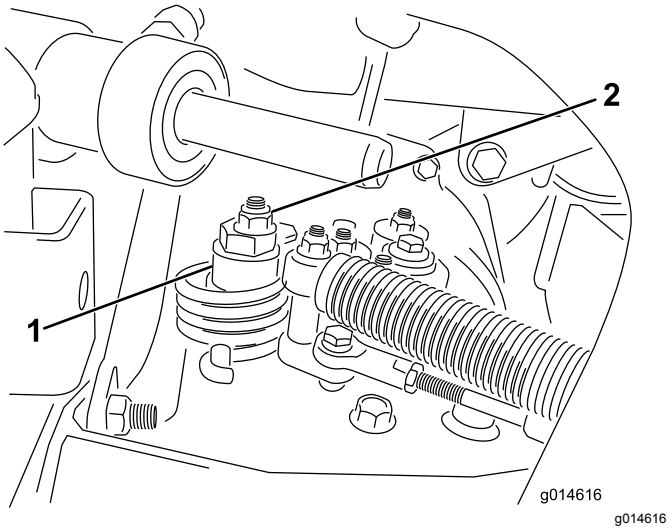

Figur 44
A. Lossa muttern som fäster excenterbulten på hydrostatens ovandel (Figur 44).
C. Vrid excenterbulten tills maskinen inte kryper i någon riktning. När hjulet slutar rotera drar du åt muttern som låser excenterbulten och justeringen (Figur 44). Kontrollera justeringen med gasreglaget i det LÅNGSAMMA och det SNABBA läget.